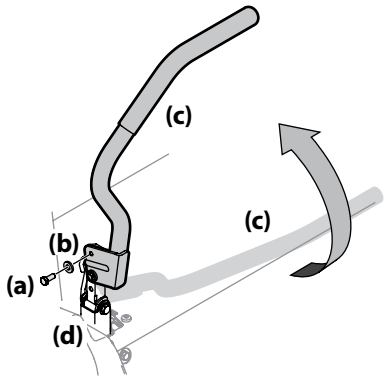

Figura 2-6
1. Retire los tornillos hexagonales y las (a) arandelas planas del (b) paquete de elementos de ferretería de la bolsa del manual. Consulte la Figura 2-6.
2. Levante y gire esa palanca de control (c) hacia arriba hasta que el orificio ranurado del soporte de la palanca de control (c) se alinee con uno de los orificios del soporte de pivote (d). Consulte la Figura 2-6.
3. Deslice la arandela plana (b) hacia el tornillo hexagonal (a). Desde afuera, inserte el tornillo hexagonal (a) con la arandela plana (b) a través del soporte de la palanca de control (c) y el orificio del soporte de pivote (d). Consulte Figura 2-6. Ajuste el tornillo hexagonal (a) con una llave de ½ in, pero no lo ajuste completamente.